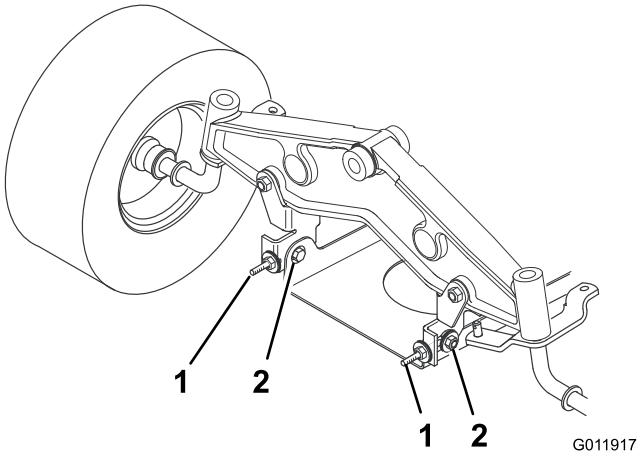

Figura 16
14. Per regolare l'inclinazione longitudinale della lama, allentate leggermente i bulloni di montaggio della piastra orientabile anteriore (Figura 16).
15. Girate i dadi di bloccaggio sui bulloni ad occhiello per effettuare la messa a punto (Figura 16). Per alzare la parte anteriore del tosaerba serrate i dadi di bloccaggio del bullone ad occhiello; per abbassarla, allentate i dadi.
17. Quando il livellamento longitudinale della lama è corretto, serrate i bulloni di montaggio della piastra del perno (Figura 16).